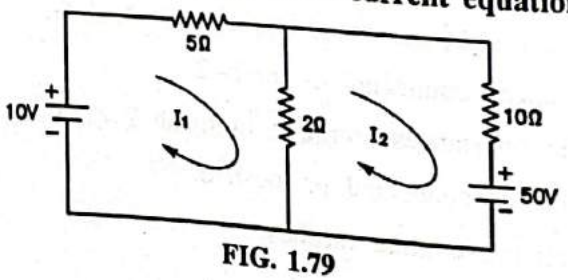

FIG. 1.79
**For the given network, of Fig. 1.79 write the mesh current equations and determine the**